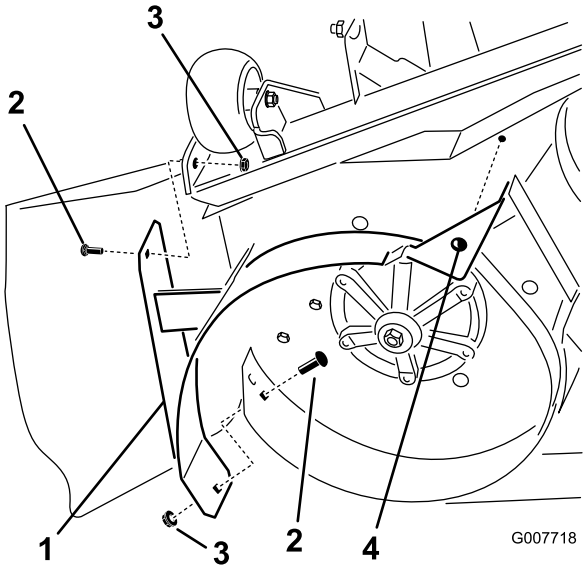

Figuur 21
1. Verwijder de drie borgmoeren waarmee de rechter mulchplaat is bevestigd aan het maaidek (Figuur 21). Twee bouten zitten op de onderkant van het maaidek bij de uitwerpopening en de derde op de bovenkant van het maaidek.